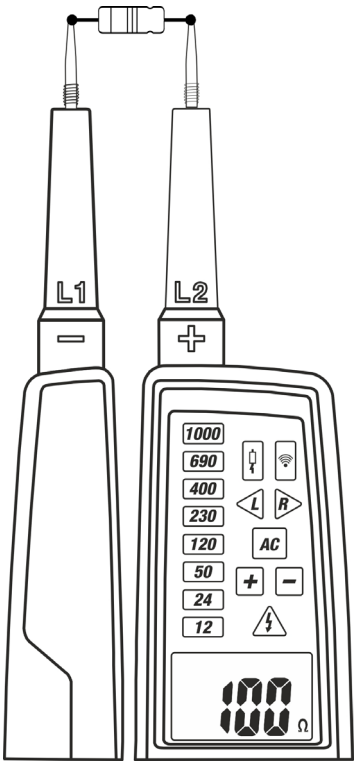

Abb. 10: Widerstandsmessung
3. Verbinden Sie die Prüfspitzen **L1** und **L2** mit dem zu messenden Gegenstand (siehe Abb.10). Der Widerstandswert erscheint auf dem Display.